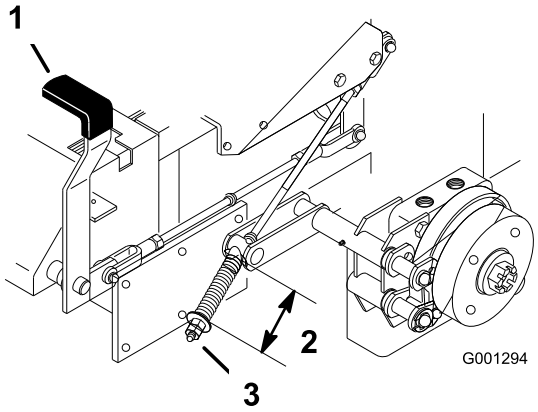

Figuur 49
2. Meet de lengte van de veer. De lengte tussen de ringen moet 64 mm zijn (Figuur 49).
3. Als de lengte moet worden afgesteld, draait u de contramoer onder de veer los en draait u de moer direct onder de gaffel aan (Figuur 49). Draai de moer totdat de lengte correct is. Draai de moer naar rechts om de veer korter te maken en naar links om de veer langer te maken.